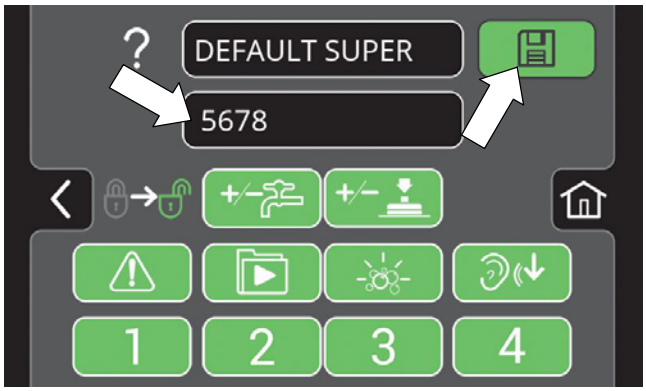

図 184
5. 工場出荷時に割り当てられたログインコードを押して、新規のログインコードを入力します（図184）。